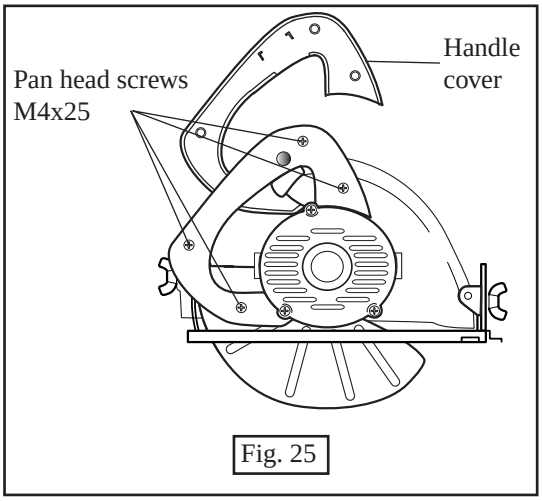

Fig. 25
(1) After unscrewing 4 pcs. of pan head screw M4x25, remove handle cover. See Fig. 25.